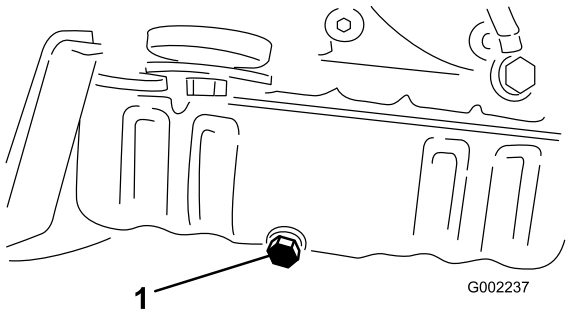

Figur 39
5. Ta bort avtappningspluggen (Figur 39).